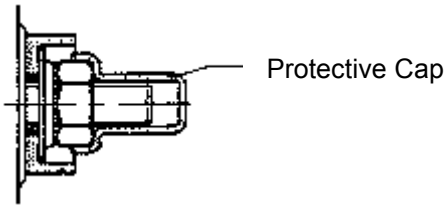

Figure 31 Terminal W Insulator, Washer, Nut and Cap
14. Install protective cap onto terminal W. (Figure 31)